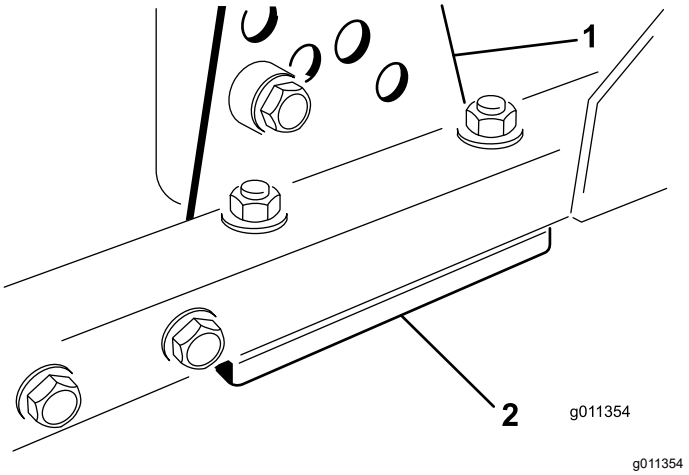

Figur 122
1. Fjern klippehøjdebeslaget (foran, venstre eller højre) fra klippeenhedens ramme (Figur 122).
2. Juster afstandsstykkerne på 1,5 mm og/eller afstandsstykkerne på 0,7 mm mellem klippeenhedens ramme og beslaget for at opnå den ønskede højdeindstilling (Figur 122).